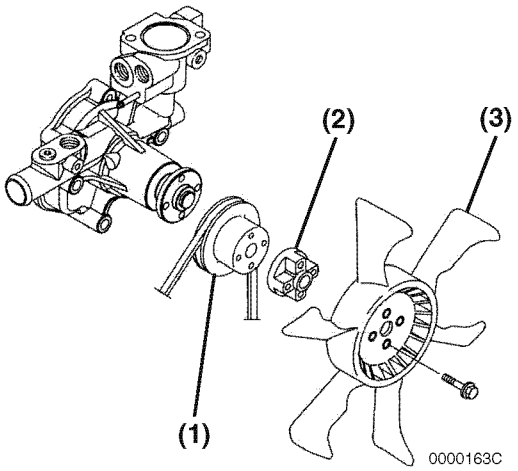

Figure 8-14
4. Reinstall the engine coolant pump V-pulley **(Figure 8-14, (1))**, spacer **(Figure 8-14, (2))** engine coolant fan **(Figure 8-14, (3))** and engine coolant fan guard (if equipped).